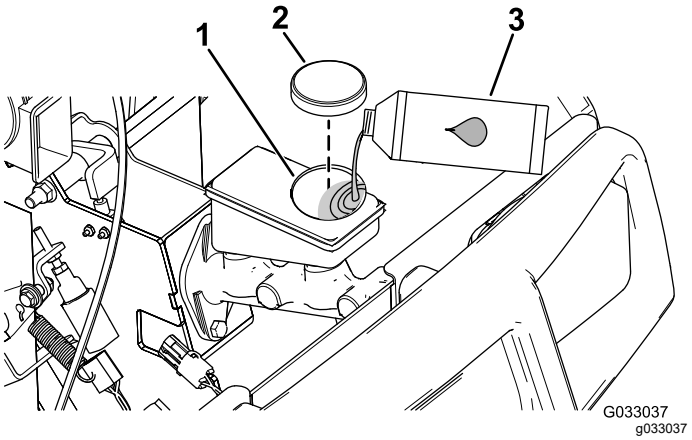

**Figuur 67**
4. Open de motorkap om toegang te krijgen tot de hoofdremcilinder en het reservoir (Figuur 67).
A. Reinig de omgeving van de reservoirdop en verwijder de dop (Figuur 67).
C. Plaats de dop weer op het reservoir (Figuur 67).